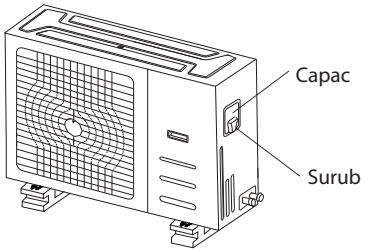

Fig. 8.1
2. Inlaturati capacul unitatii exterioare. In cazul in care unitatea exterioara nu are capac, scoateti suruburile placii de mentenanta si inlaturati capacul de protectie. (vezi Fig 8.1 si 8.2)